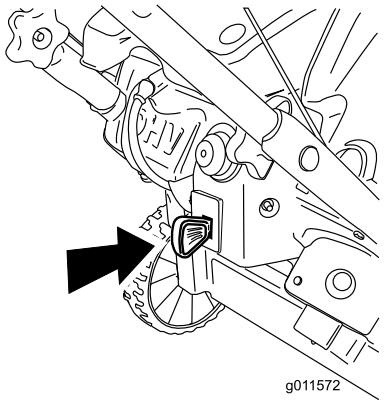

Figur 16
1. Tryck in startnyckeln helt mot det påslagna läget (Figur 16).